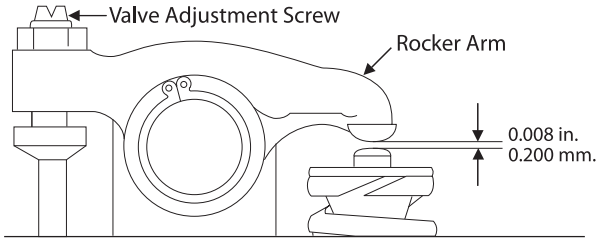

Figure 9. *Valve Adjustment*
5. To adjust valve clearance, loosen set nut on adjustment screw. Insert feeler gauge between rocker arm and valve stem cap. Adjust until the feeler gauge slides with a slight drag. Tighten lock nut and recheck clearance (Figure 9).